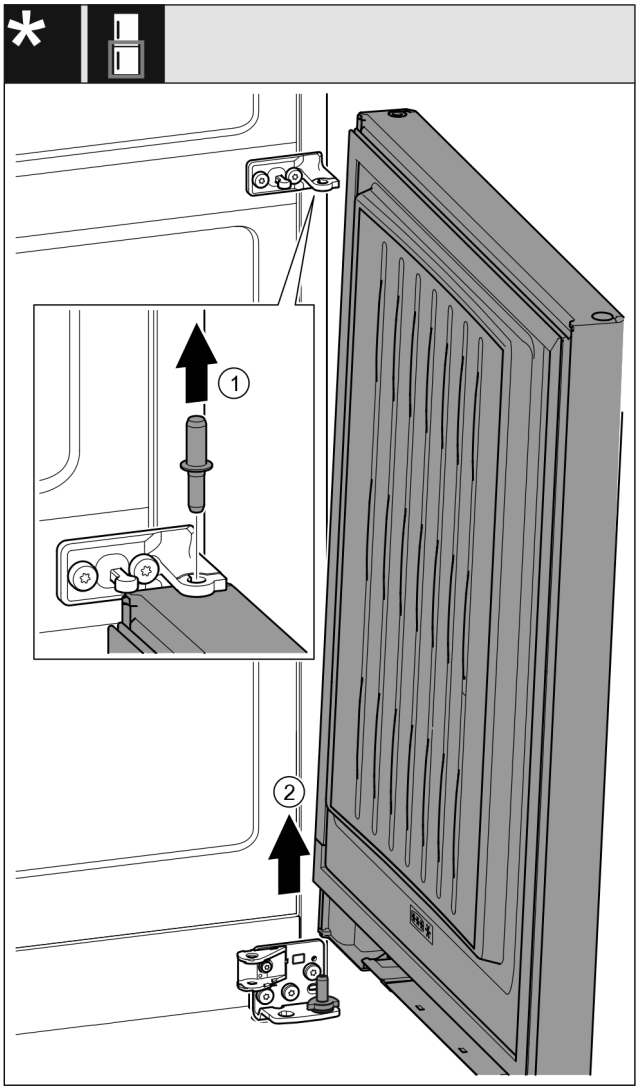

Fig. 32 With closing damper*
▶ Pull out the bolt *Fig. 32 (1)* upwards.*
▶ Swing out the door *Fig. 32 (2)*, pull it upwards and set it aside.*